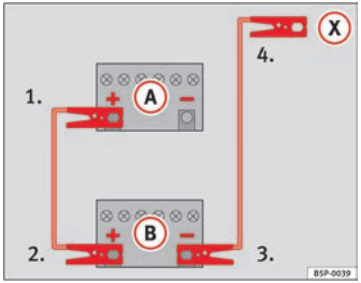

Fig. 143 Jump-starting with the battery of another vehicle: A – Discharged battery, B – Boosting battery
– Connect one end (1) ⇒ Fig. 143 to the positive terminal of the flat battery (A).
– Connect the other end (2) to the positive terminal of the boosting battery (B). ▶
– Connect one end (3) ⇒ Fig. 143 to the negative terminal of the boosting battery (B).
– Attach the other end (4) to a solid metal part firmly attached to the engine block or to the engine block itself.